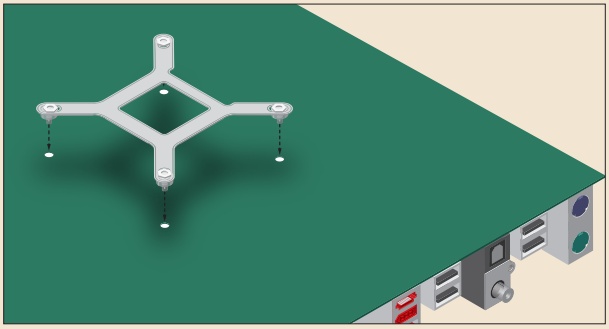

Figura 20.3: Posicione a peça de retenção do sistema de refrigeração líquida.
6. Caso o seu sistema de refrigeração líquida necessite da instalação de uma peça de retenção (*backplate*), você deverá posicioná-la no lado da solda da placa-mãe, conforme ilustra a Figura 20.3. Você deverá segurá-la com uma de suas mãos em seu local de instalação enquanto executa os próximos dois passos.